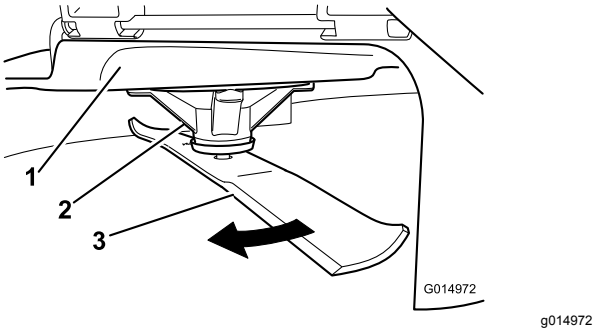

Figur 52
2. Bär tjocka vadderade handskar eller annat lämpligt handskydd och rotera långsamt kniven till ett läge som gör det möjligt att mäta avståndet mellan knivseggen och den plana yta som maskinen står på (Figur 52).